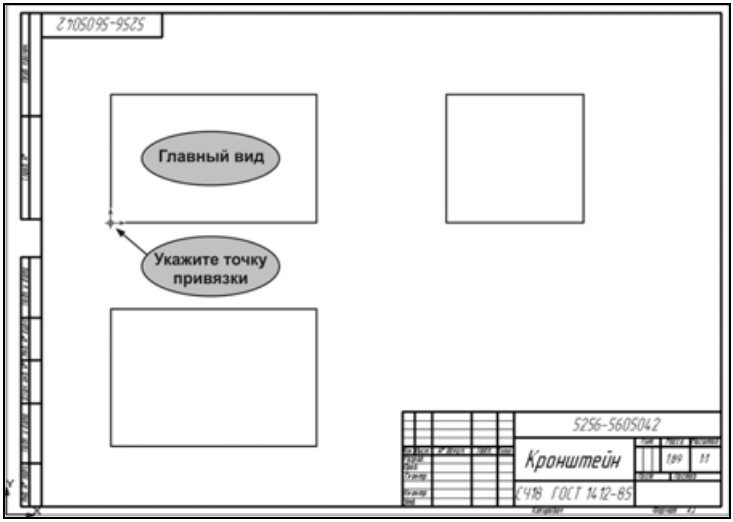

Рис. 3.11
- После выбора нужных стандартных видов и настройки их параметров укажите в поле чертежа положение точки привязки изображения — точки начала координат главного вида (рис. 3.11).